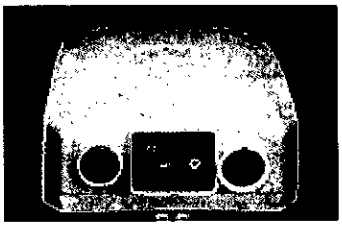

Fig. 4-3
1. Presione la tecla de encendido (el botón verde que se encuentra debajo de la caja de control) para que el sistema ingrese en stand-by (Fig. 4-3).